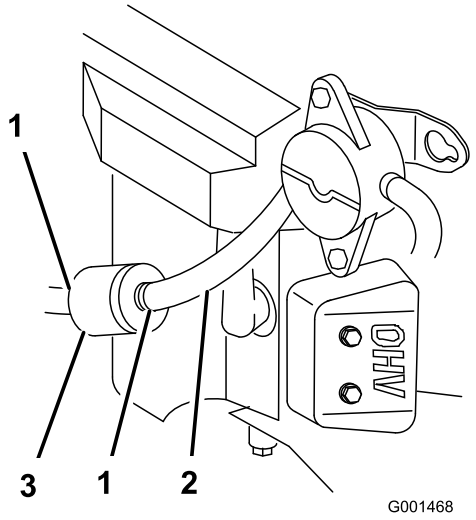

Figur 41
4. Kläm ihop ändarna på slangklämmorna och dra bort dem från filtret (Figur 41).